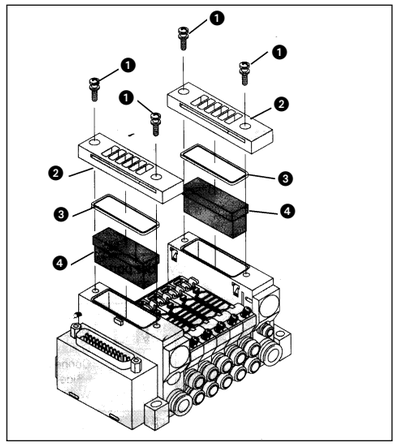

Abb. 22
Integrierten Geräuschdämpfer ausbauen (Abb. 22)
Die Befestigungsschrauben ❶ (Abb. 22) der Abdeckung herausdrehen. Die Abdeckung ❷ (Abb. 22) abnehmen. Dichtung ❸ (Abb.
22) aufbewahren. Das Element ❹ (Abb. 22) herausnehmen und entsorgen.
Geräuschdämpfer ersetzen (Abb. 22)